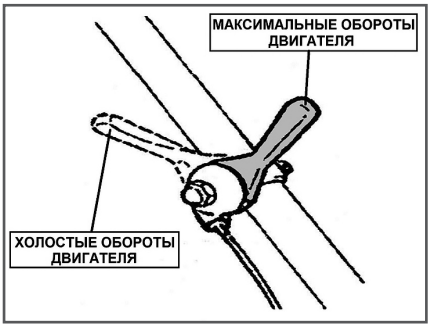

Рис. 14 Положения рычага газа
4. Переведите рычаг газа на 1/3 хода в сторону положения максимальных оборотов двигателя (Рис. 14).